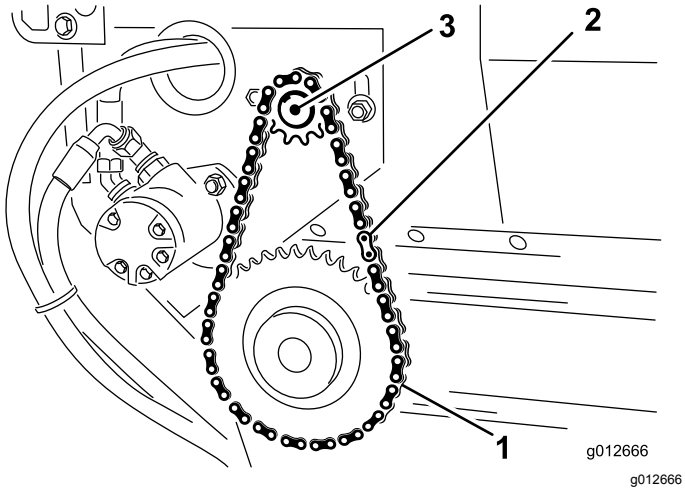

Figur 33
1. Montera kedjan på det lilla drevet och fäst kedjan med huvudlänken (Figur 33).